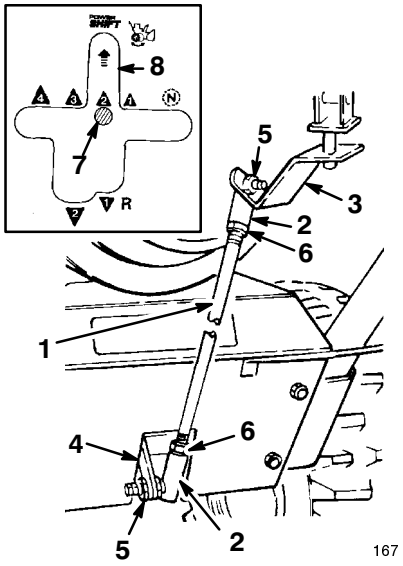

Figure 5
1. Insert the upper shift rod ball joint stud through the front of the shift bracket and secure it with a locknut (Fig. 5).
2. Insert the bottom ball joint stud through the right side of the transmission lever and secure it with a locknut (Fig. 5).
If the gear shift lever is not aligned with the Power Shift slot in the control panel (see inset in Fig. 5), adjust the shift rod length as follows:
1. Disconnect the ball joint from the transmission lever and loosen the jam nut (Fig. 5).
2. Rotate the ball joint up or down, until the gear shift lever is aligned with the Power Shift slot (Fig. 5).
3. Install the ball joint to the transmission lever and tighten the jam nut (Fig. 5).